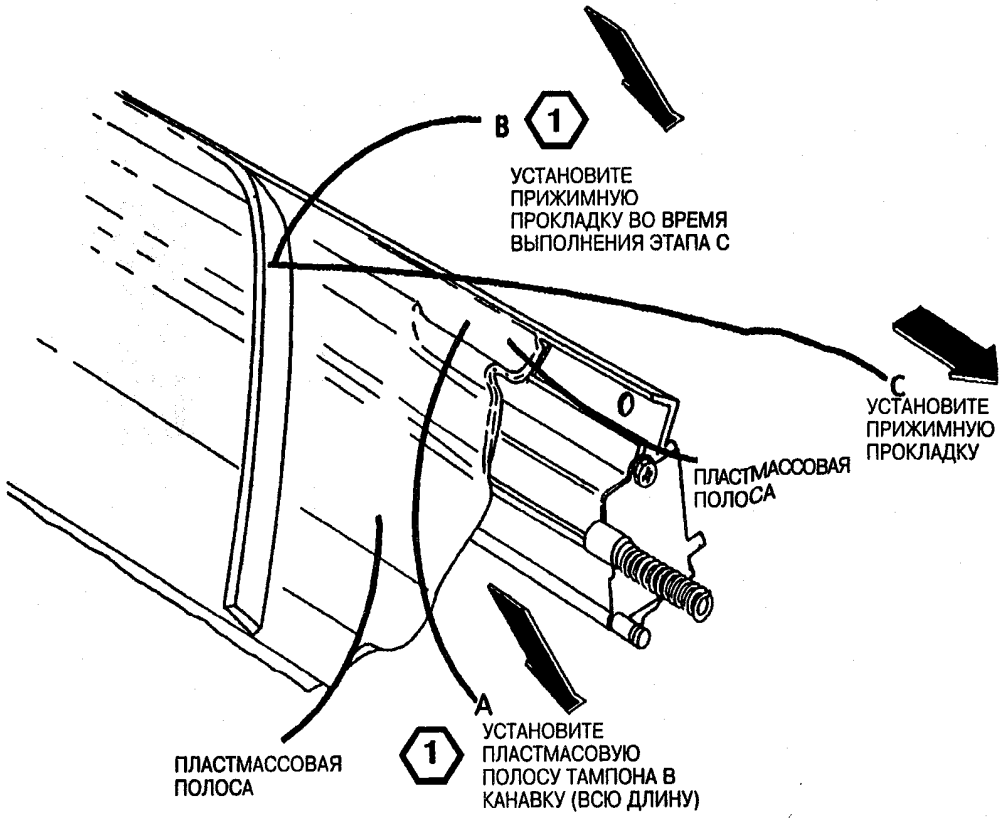

Рис. 2. Приготовьтесь к удалению тампона
1. (Рис. 2): Приготовьтесь к удалению тампона.